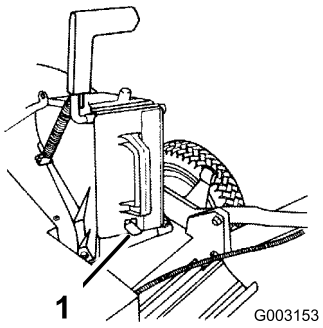

**Figura 8**
3. Spingete a fondo la chiusura finché non sentirete lo scatto della molla di serraggio, in fondo alla chiusura, a indicazione che la chiusura si è inserita saldamente nel canale di scarico (Figura 8).